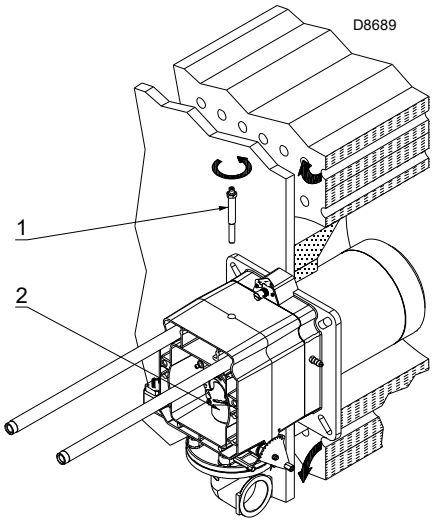

Fig. 12
- ➤ d'enlever la vis 1)(Fig. 12) ;
- ➤ d'extraire la partie interne 2)(Fig. 12) de la tête et de procéder à leur réglage.